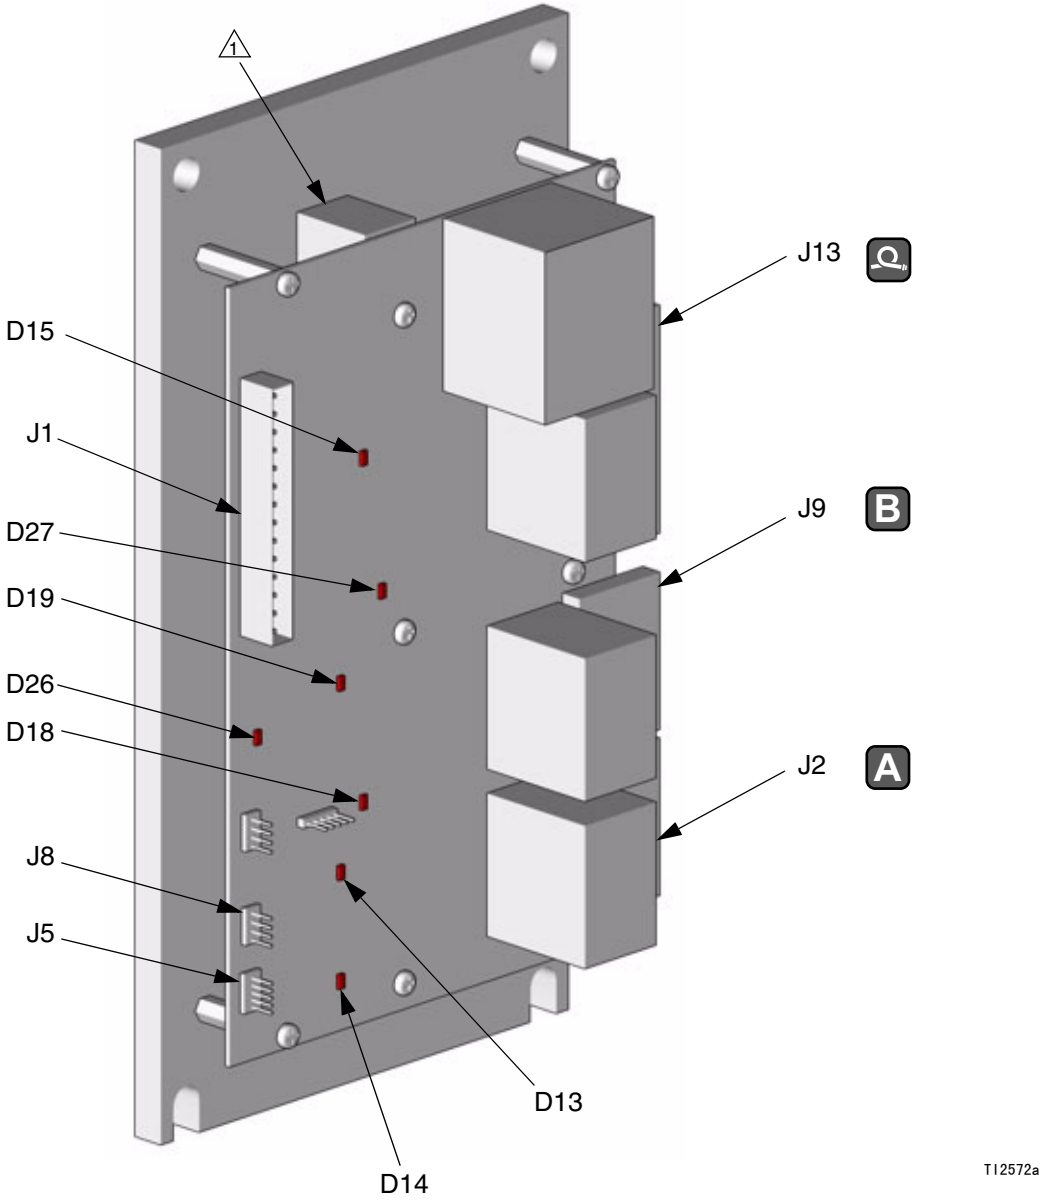

图 10. 温度控制板
5. 断开电路板上的所有电缆和连接器，图 10。
4. 从温度控制板的 J1 位置断开温度传感器接线的连接。参见第 34 页中的 表 4 和第 35 页中的 图 10。
如果接线需要更换，则从温度控制板上断开连接。参见第 34 页中的 表 4 和第 35 页中的 图 10。